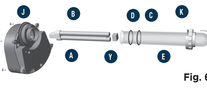

Fig. 6
4. Remove the UVC head (A) (**Fig. 6)** from the filter by unscrewing the 4 screws (J) that fasten the UVC head to the filter lid (G). UVC Head is equipped with anti-loss screws. You do not need to completely remove the screws. Just unscrew them until the UVC Head is disengaged.
5. At this stage it is possible to clean the quartz sleeve (C), if required. To clean the quartz sleeve, use a damp soft cloth to wipe away limescale and debris. In case of stubborn dirt, some vinegar may be used. Do not use detergents or other chemical cleaners. If it is not necessary to change the UVC bulb, go straight to point #10.
6. To access the UVC bulb (B), remove the Quartz Sleeve (C) by first unscrewing, about 3 turns, the security screw (K) of the Retaining Flange (E) that fasten it to the UVC head. Afterwards turn the Retaining Flange approx 30 deg counterclockwise until the screw is aligned with the arrow present in the UVC head and pull to disengage it from its place. Important: the Retaining Flange is equipped with one anti-loss safety screw. There is no need to remove the screw completely. Just unscrew the screw until the Retaining Flange is free to be turned and disengaged from its position.
8. Once the Quartz Sleeve is removed, pull out the UVC bulb (B) away from the bulb holder and replace it with a new one. **WARNING - DO NOT ATTEMPT TO VIEW THE BULB WHEN LIT!** Direct exposure to ultraviolet light can damage eyes and skin. Do not test the UVC bulb unless the filter is fully assembled and closed. **IMPORTANT** – Use original Fluval Pond spare parts only
9. Place the Quartz Sleeve (C) and the two O-rings (D) back in their original position. It is recommended to lubricate the O-Rings with an inert lubricant.